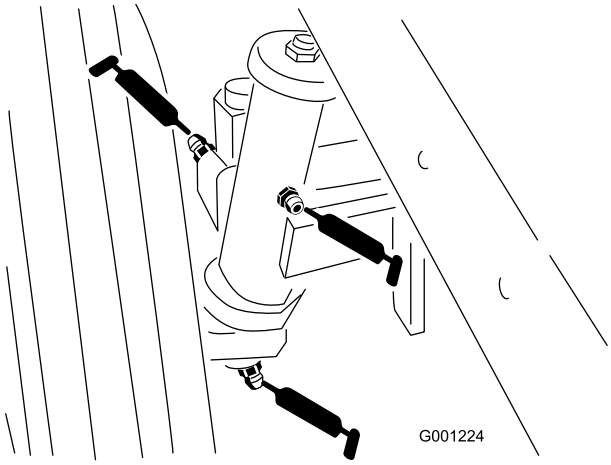

Figur 43
- Bakre hjulspindelbussningar (Figur 43)